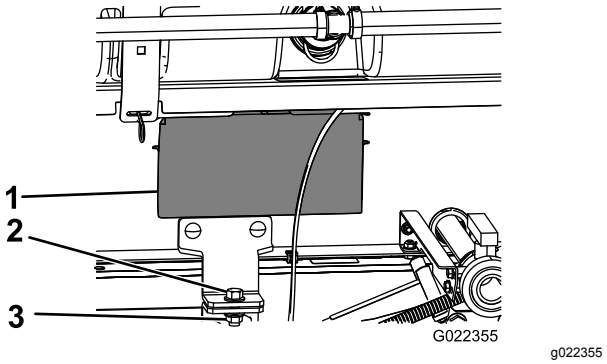

**Figur 13**
12. Brug adgangspanelerne på begge sider af tankplatformen til at kontrollere, om nogen af slangerne eller ledningerne er blevet klemt (Figur 13).
15. Fastgør tankplatformenheden på stellet med en bolt (½" x 1½") og en låsemøtrik (½") som vist i Figur 13.